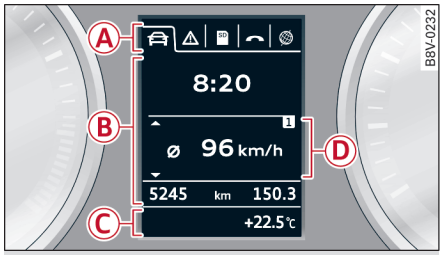

图 14 组合仪表：驾驶员信息系统（实例）
驾驶员信息系统包括信息 Ⓑ，这些信息可在选项卡 Ⓐ ⇨ *图 14* 中为您显示。
驾驶员信息系统 ⇨ *图 14* 包括以下信息：
只要按下多功能方向盘上的按钮 ① ⇨ *图 15*，选项卡 Ⓐ ⇨ *25 页*，*图 14* 就会显示。